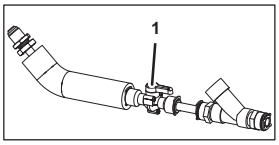

Fig. 36
1. Close the shut-off valve (Fig. 36/1).
16. Open the shut-off valve (Fig. 36/1).